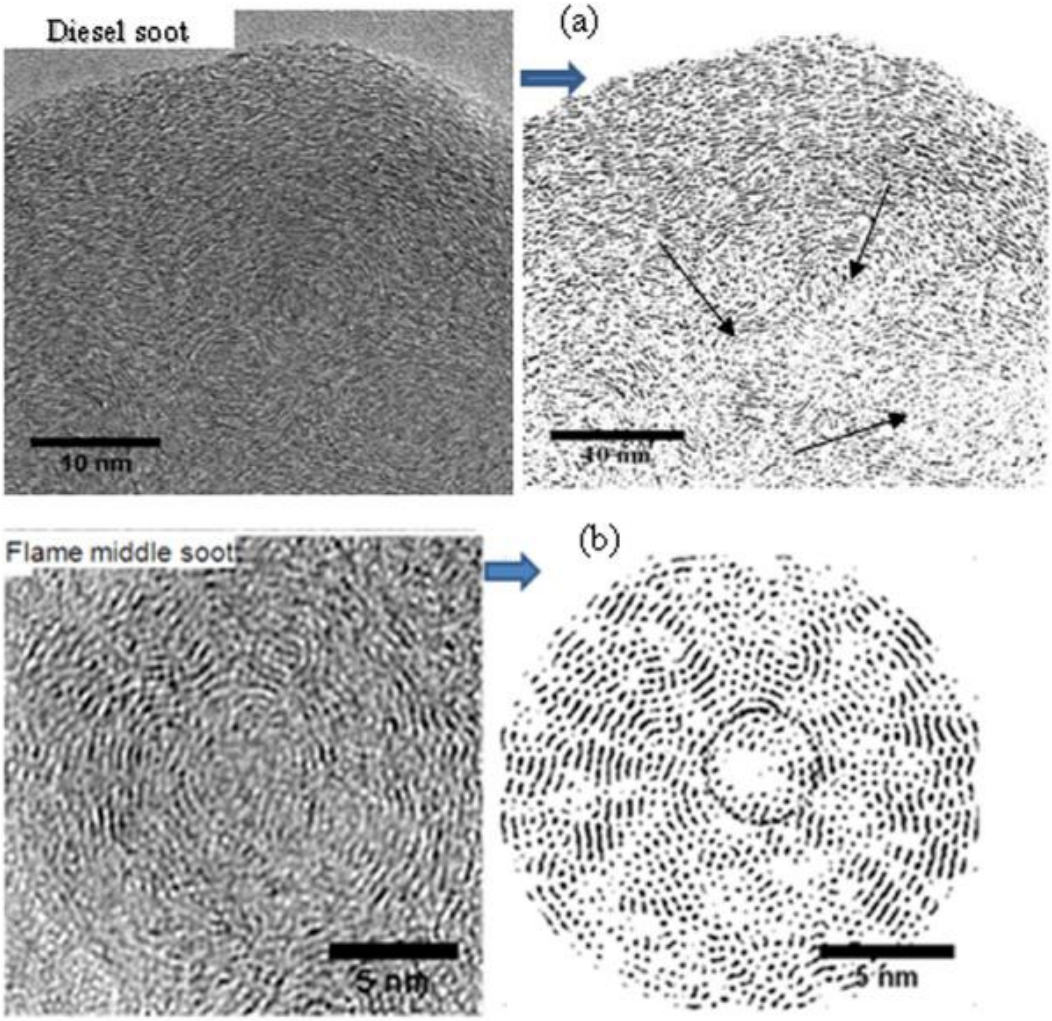

Figure 5.1**:** Structure of (*a*) diesel soot and (*b*) mid-flame soot.
1.3 **Presentation** of Fig. 5.1